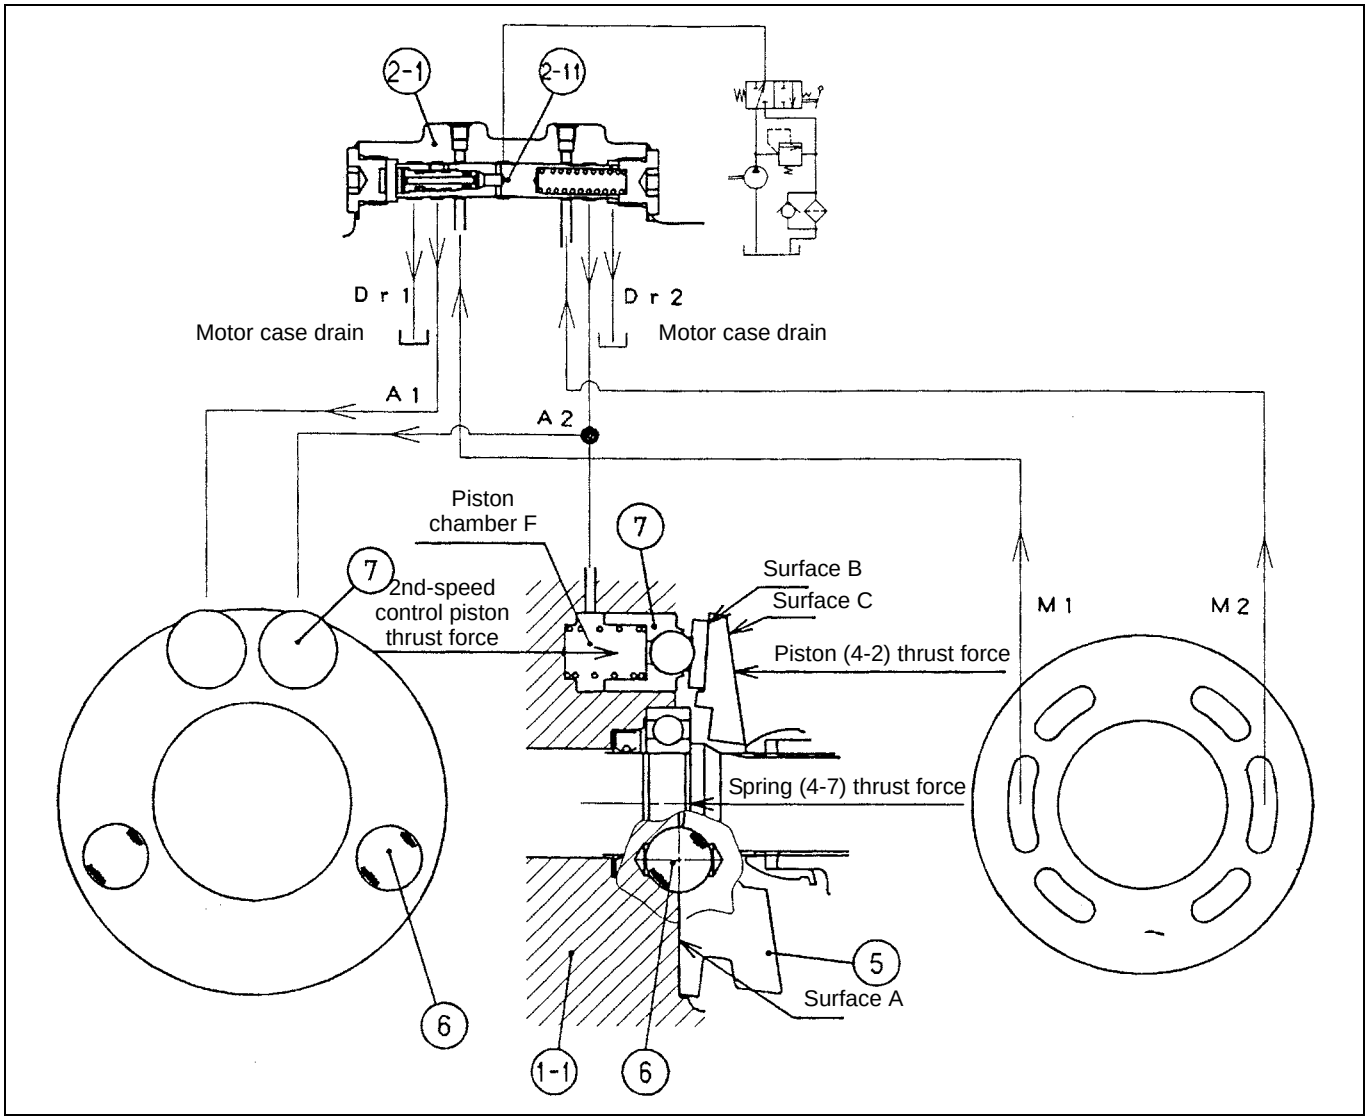

Figure 13. High-speed rotation mode
B. To switch the motor capacity to high (high-speed rotation mode) (Figure 13)